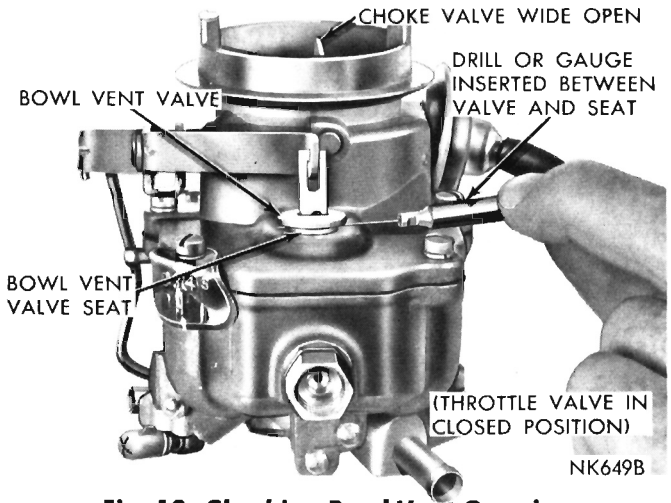

Fig. 13—Checking Bowl Vent Opening
(1) Back off idle speed adjusting screw. Open choke valve, so that when throttle valves are closed, fast idle adjusting screw will not contact fast idle cam.
(2) Be sure pump operating rod is in the correct stroke hole in throttle lever, and that bowl vent clip on pump stem is in proper location.
(3) Close throttle valves tightly. It should be just possible to insert a 1/16 inch drill (.060) between bowl vent and air horn, (Fig. 13).